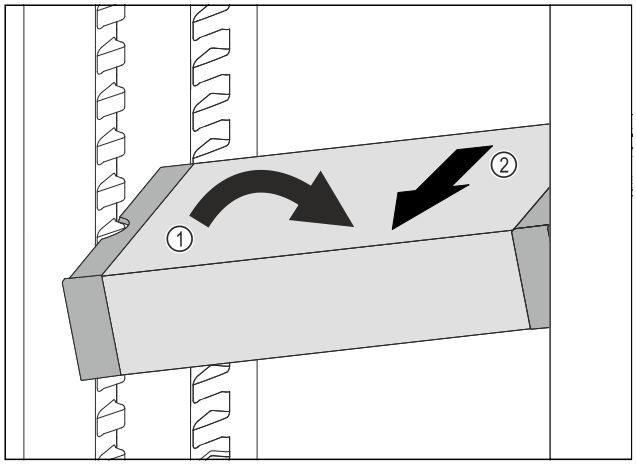

Fig. 175
▶ Set VarioSafe in refrigerator compartment at an angle. *Fig. 175 (1)*
▶ Take VarioSafe out to the front. *Fig. 175 (2)*